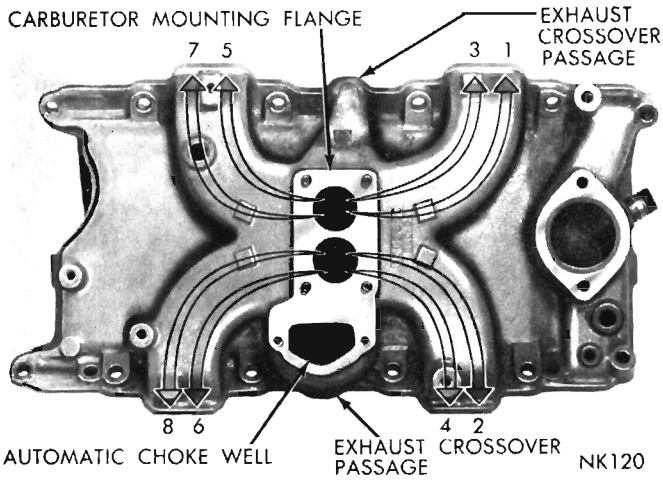

Fig. 14—Intake Manifold—273 Cu. In. Engine (Typical)
(1) Clean manifold in solvent and blow dry with compressed air. Inspect manifold for cracks.
(2) Inspect mating surfaces of manifold for parallelism with a straightedge.
(3) Inspect exhaust crossover passages through manifold (Fig. 14). If passages are coated with hard, black carbon, they should be scraped clean and sandblasted to remove the carbon deposits.
(4) Install intake manifold, using new gaskets. Tighten manifold screws to 35 foot-pounds.